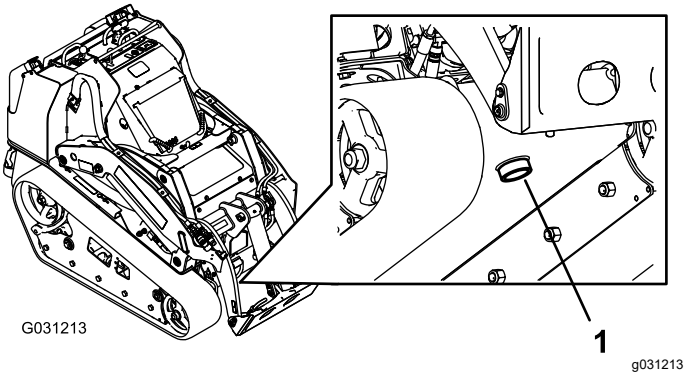

Figur 74
7. Sätt ett stort kärl (som kan rymma 57 liter) under avtappningspluggen framtill på maskinen (Figur 74).
8. Ta bort avtappningspluggen och låt oljan rinna ned i tråget (Figur 74).